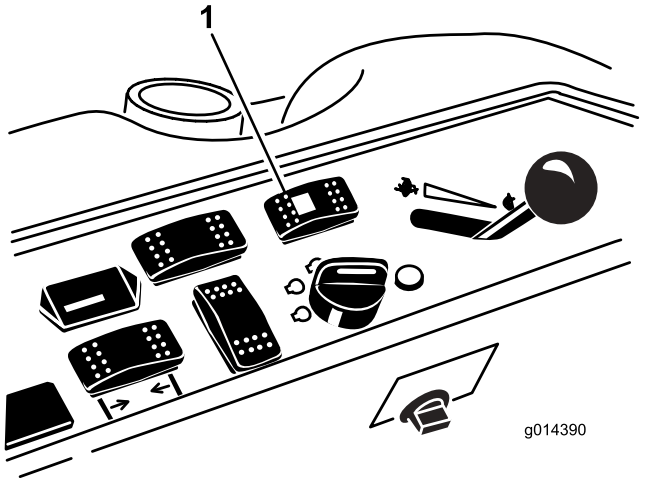

Figuur 52
1. Druk de schakelaar voor de besturingsselectie (Figuur 52) naar achteren (de instelling voor vierwielbesturing).